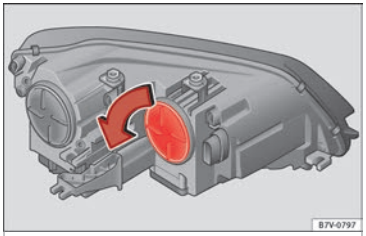

Fig. 108 In the engine compartment: turn signal indicator cover.
2.	Rotate the cover »» Fig. 108 in the direction of the arrow and remove it.
7.	Rotate the cover ››› Fig. 108 in the opposite direction to the arrow as far as it will go.